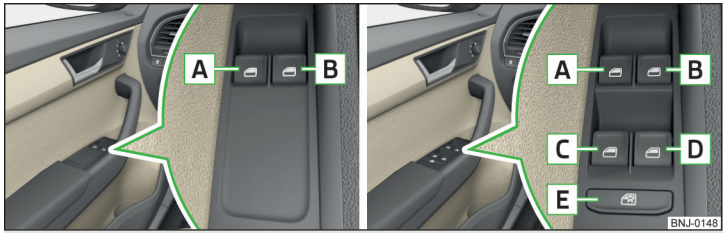

Fig. 37 **Teclas de los elevalunas: Variante 1 / Variante 2**
Dependiendo del equipamiento pueden operarse las teclas en la puerta, la ventana delantara **Variante 1** o la ventana delantera y trasera **Variante 2** » fig. 37.
Para la **Variante 2** » fig. 37, la **ventana del conductor** puede abrirse completamente de forma automática hasta el tope con una pulsación corta. Al volver a pulsar o tras tirar de la tecla, la ventana se queda parada.
Para la **Variante 2** » fig. 37, la **ventana del conductor** puede cerrarse completamente de forma automática hasta el tope tirando de la tecla. Al volver a tirar o tras pulsar de la tecla, la ventana se queda parada.
› Pulse la tecla E » fig. 37.
Si se transportan personas en los asientos traseros, las cuales no son completamente independientes, p. ej. niños, se recomienda desactivar las teclas en las puertas traseras con la tecla E » fig. 37.
- La **Variante 1** del elevalunas eléctrico » fig. 37 *de la página 59* **no dispone de** ningún limitador de fuerza. Debe cerrar la ventanilla con cuidado. ¡Existe peligro de lesiones!
- La **ventanilla de copiloto de la variante 2** del elevalunas eléctrico » fig. 37 *de la página 59* **dispone de** un limitador de fuerza. Debe cerrar la ventanilla con cuidado. ¡Existe peligro de lesiones!